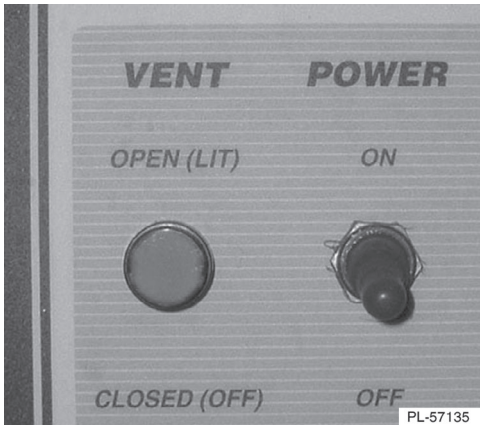

Fig. 10
A. Push vent button (Fig. 10) on control panel to open vent and then push again to close vent.